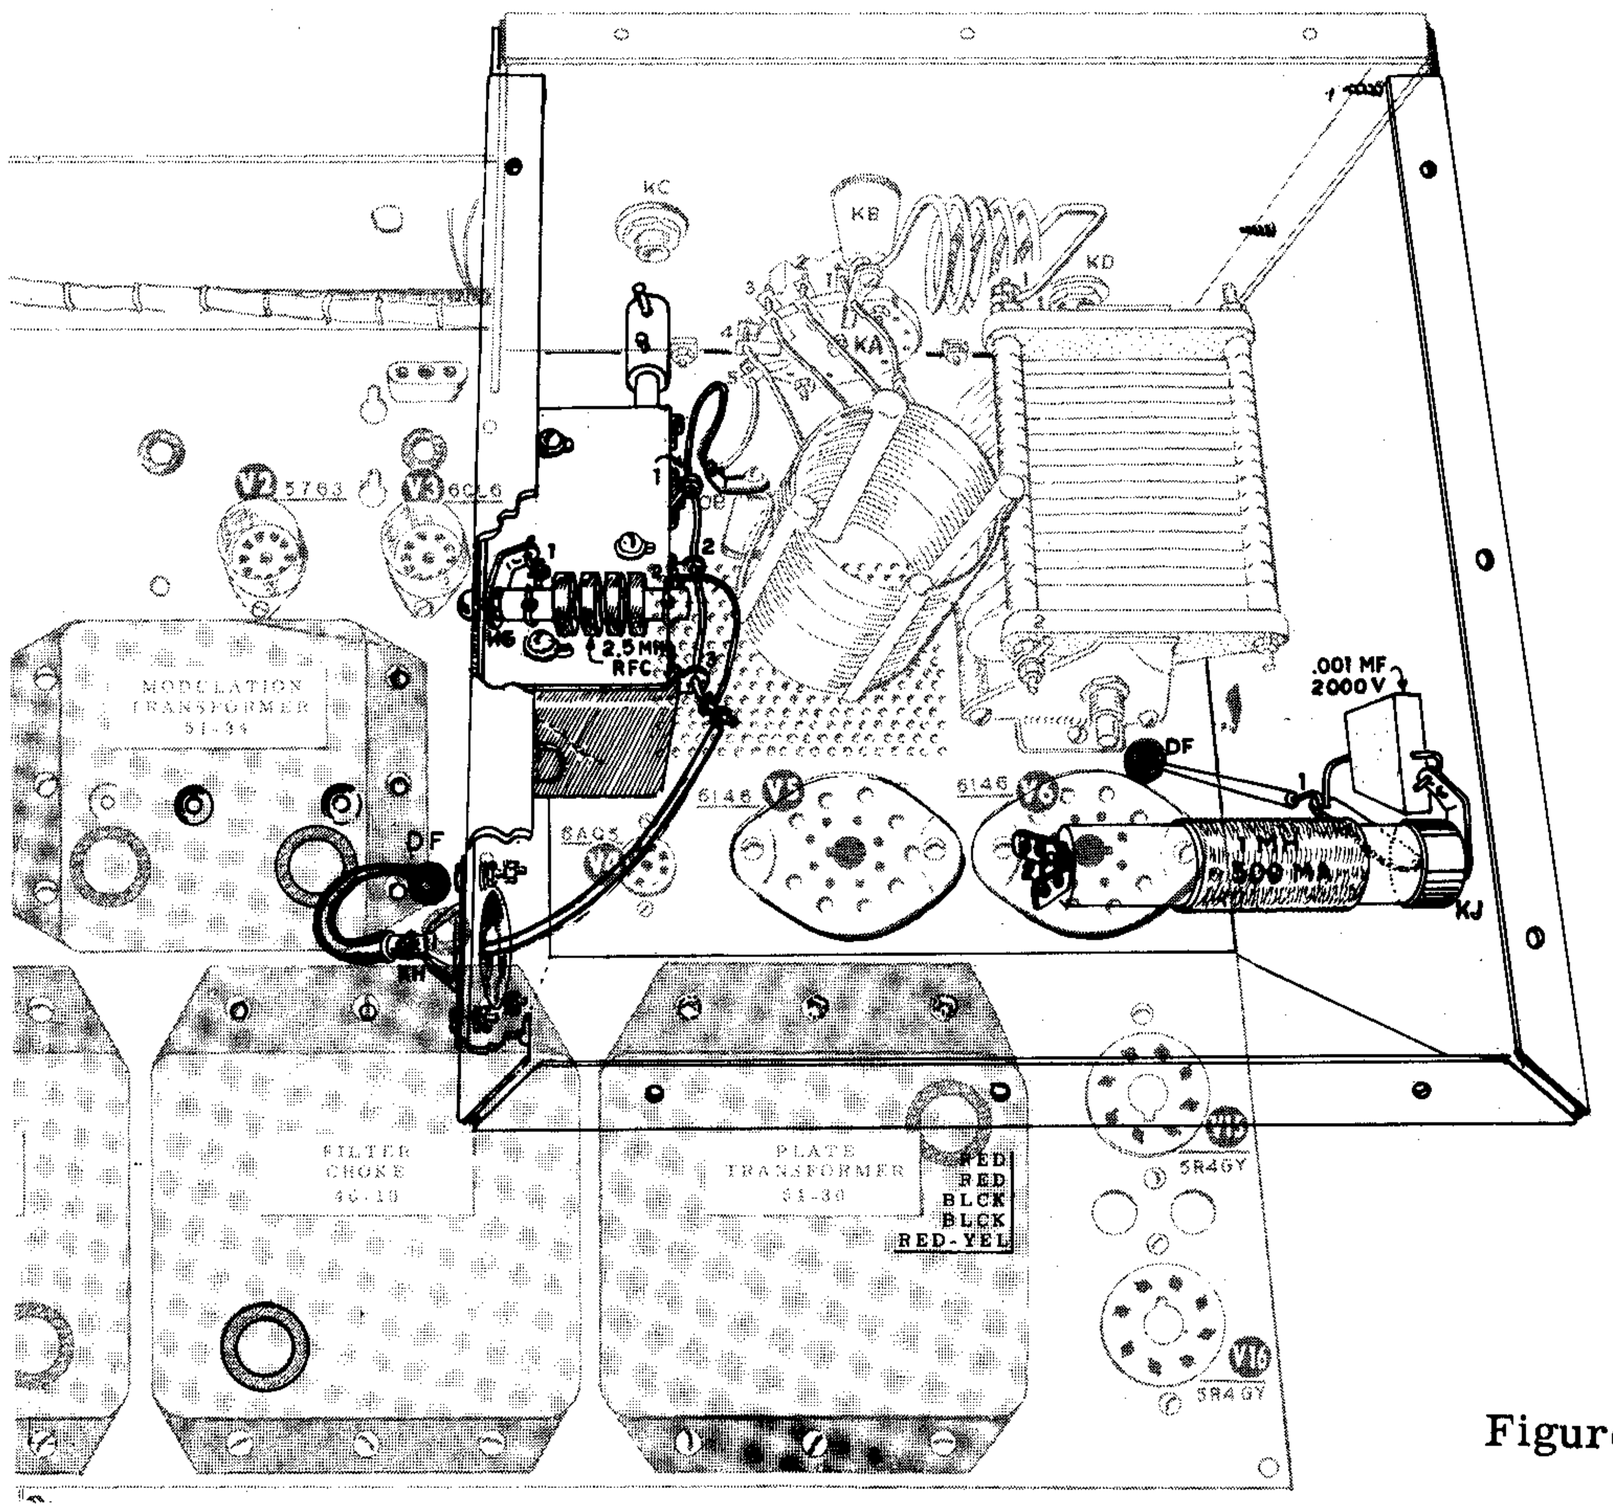

Figure 18
( ) Referring to Figure 18, pass the bare wire from standoff insulator CB through lugs 1, 2, and 3 of the loading capacitor. Carefully bend the lugs into position so the wire slides through easily and projects 1/4" beyond lug 3. Now solder lugs 1, 2, and 3. Make sure the wire does not touch the capacitor frame at any point.
( ) Referring to Figure 18, insert the long exposed inner conductor of the coaxial cable through the coax shield KH from the outside, sliding the shield braid over the neck. Connect the inner conductor to the projecting end of the #16 wire extending from lug 3 of the loading capacitor (S2). Now solder the shield braid to the neck of the connector shield KH.
( ) Cut a length of #18 hook up wire 8 1/2" long and strip each end for 1/2". Connect one end to RFC lug 1 (S2). Pass the other end through the 5/16" grommet and connect to terminal strip GC-2 (NS) under the chassis. Refer to Figure 18 and Pictorial 15, page 50.